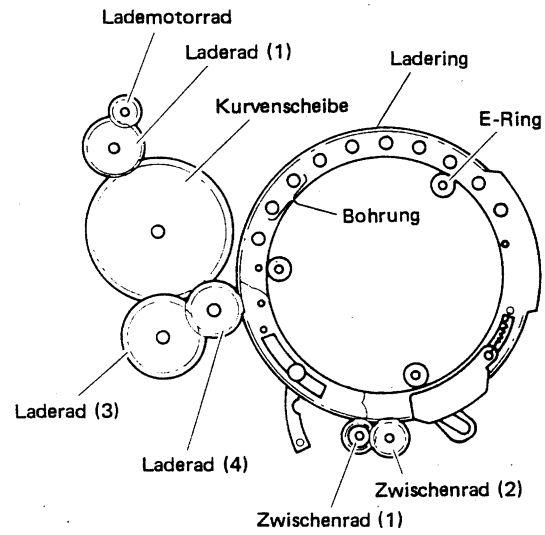

Abb. 2-6 Ladering (3)
2. Die Ringe bei dieser Ausrichtung anbringen. Hier kann der Arbeitsvorgang erleichtert werden, wenn einer der drei E-Ringe zunächst komplett befestigt wird (siehe Abb. 2-6).
6. Laderad (4) so einbauen, daß dessen Verzahnung bei Laderad (3) und Aufwickelladering eingerastet ist (siehe Abb. 2-6).